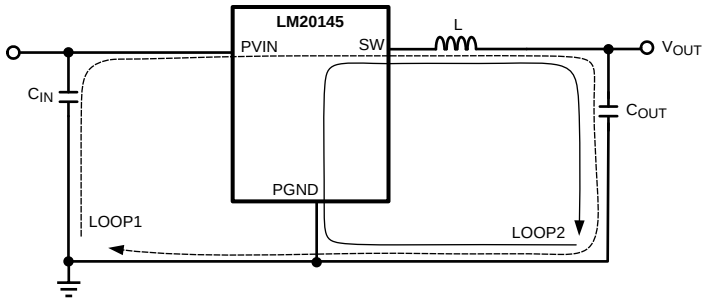

Figure 34. Schematic of LM20145 Highlighting Layout Sensitive Nodes
1. Minimize area of switched current loops. In a buck regulator there are two loops where currents are switched very fast. The first loop starts from the input capacitor, to the regulator VIN pin, to the regulator SW pin, to the inductor then out to the output capacitor and load. The second loop starts from the output capacitor ground, to the regulator PGND pins, to the inductor and then out to the load (see Figure 34). To minimize both loop areas the input capacitor should be placed as close as possible to the PVIN pin. Grounding for both the input and output capacitor should consist of a small localized top side plane that connects to PGND and the die attach pad (DAP). The inductor should be placed as close as possible to the SW pin and output capacitor.